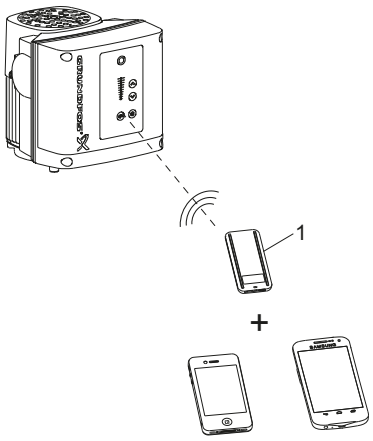

Рис. 63 Обмен данными между Grundfos GO и насосом посредством радио- или инфракрасной связи
Grundfos GO работает со следующими мобильными интерфейсами (MI). См. рис. 63.